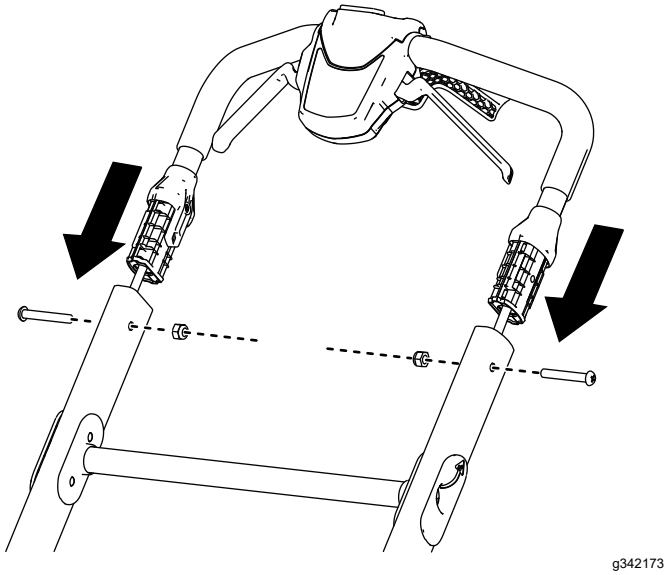

Figur 4
1. Monter den øvre del af håndtaget i den nedre del, og fastgør den med 2 bolte og 2 låsemøtrikker som vist i Figur 4.